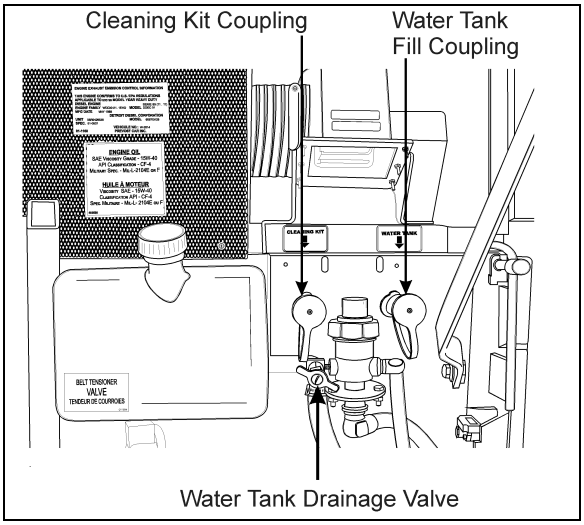

**FIGURE 25: FRESH WATER TANK SERVICE VALVES**
2. Insert projection at end of *"BOBRICK"* key into rectangular hole in cover (Figure 25). Push straight in. While holding *"BOBRICK"* key in, turn cover counterclockwise about 1/8 turn.